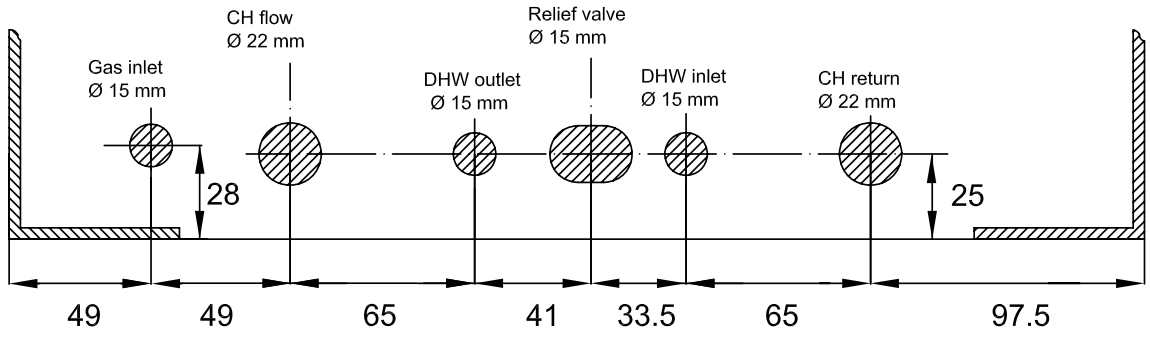

Fig. 26
- Pipe dimensions and positions are marked on template supplied and fig. 26.
5.15.1 The condensate drain connection is between Gas service cock and Central Heating Flow valve connections (Fig.26). An 25mm plastic overflow pipe is fitted on the condensing trap and must should be used to fit on the drain connection, if required, to discharge condensate to a drain. The drain pipe should have a fall of a least 2.5° away from the boiler. Condensate should, if possible be discharged into the household internal drainage system.